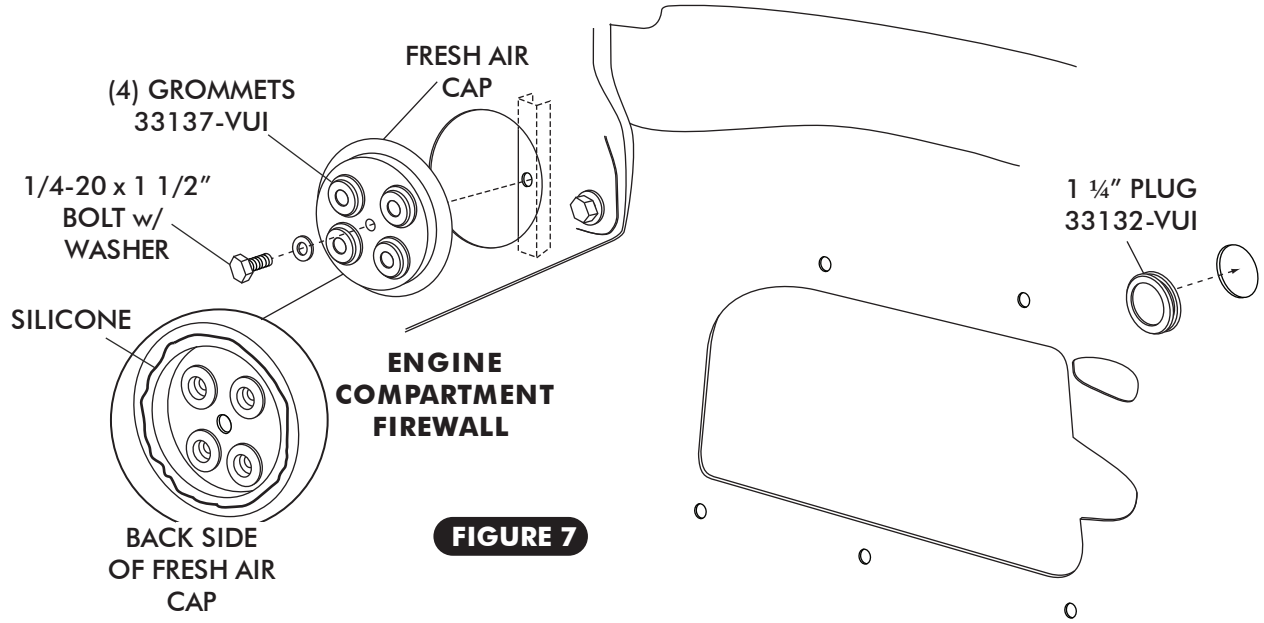

FIGURE 7
- ☐ INSTALL (4) GROMMETS IN FRESH AIR CAP. SEE FIGURE 7 BELOW
- ☐ APPLY A 1/4" BEAD OF SILICONE AROUND THE BACK SIDE OF THE FRESH AIR CAP AS SHOWN IN FIGURE 7.
- ☐ ATTACH FRESH AIR CAP TO FIREWALL USING A 1/4-20 x 1 1/2" BOLT AND WASHER, SEE FIGURE 7. (NOTE: FRESH AIR CAP INSTALLS ON ENGINE SIDE OF FIREWALL.)
- ☐ INSTALL 1 ¼" PLUG IN FIREWALL. SEE FIGURE 7.